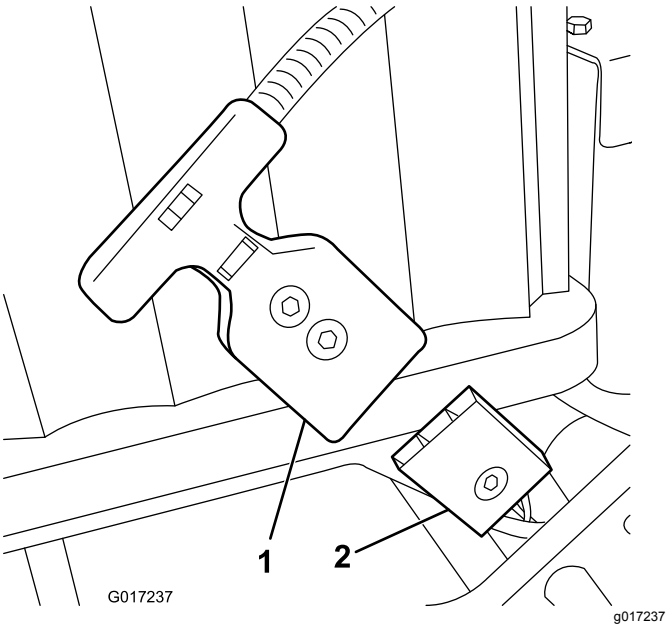

Figur 16
Bemærk: Hvis du ikke kan tilslutte batteripakkens stikkontakt til maskinens ledningsnetstik, mens batteripakken er monteret, kan du i stedet tilslutte ledningsnettet til batteripakken og derefter montere batteripakken. Fjern hovedstrømforsyningsstikket (Figur 16) fra batteribundpladen. Monter stikket til batteriet som beskrevet. Monter batteriet på bundpladen ved at skrue det fastgjorte ledningsnet gennem det relevante hul og derefter fastgøre hovedstrømforsyningsstikket til batteribundpladen med de fastgørelsesanordninger, du fjernede tidligere.
16. Tilslut T-håndtagsstikket fra hovedledningsnettet til hovedstrømforsyningsstikket på batteribundpladen (Figur 16).